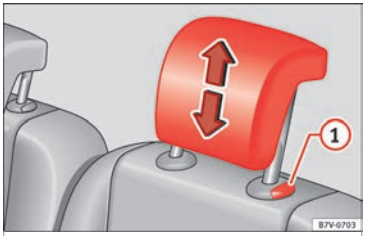

Fig. 152 Fitting the head restraints in the second or third row of seats
- Pull out the head restraint ››› **Fig. 152** (1) with the button pressed.